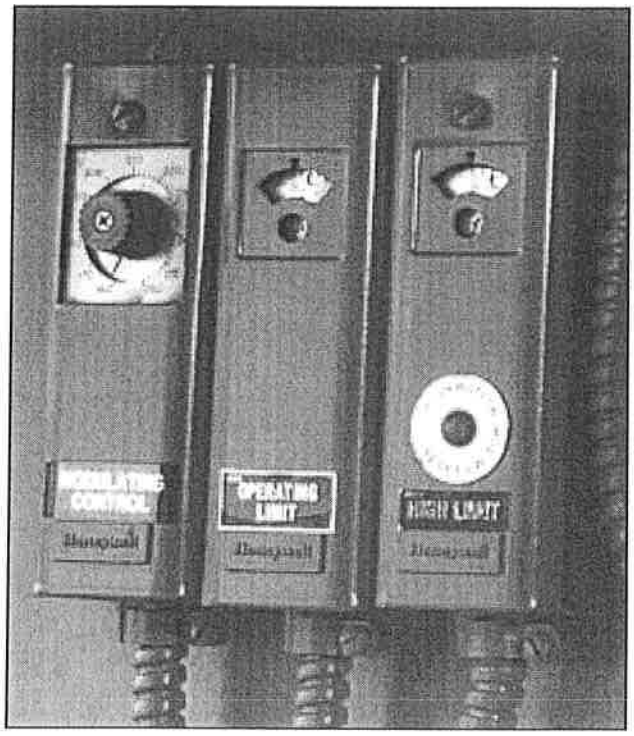

Figure: 1-12 Hot Water Controls
2. Operating Limit Temperature Control (Figure 1-12): Breaks a circuit to stop burner operation on a rise of boiler temperature at a selected setting. It is adjusted to stop or start the burner at a preselected operating temperature.
3. High Limit Temperature Control (Figure 1-12): Breaks a circuit to stop burner operation on a rise of temperature at a selected setting. It is adjusted to stop burner at a preselected temperature above the operating control setting. The high limit temperature control normally is equipped with a manual reset.
4. Modulating Temperature Control (Figure 1-12): Senses changing boiler water temperature and transmits the information to the modulating motor to change the